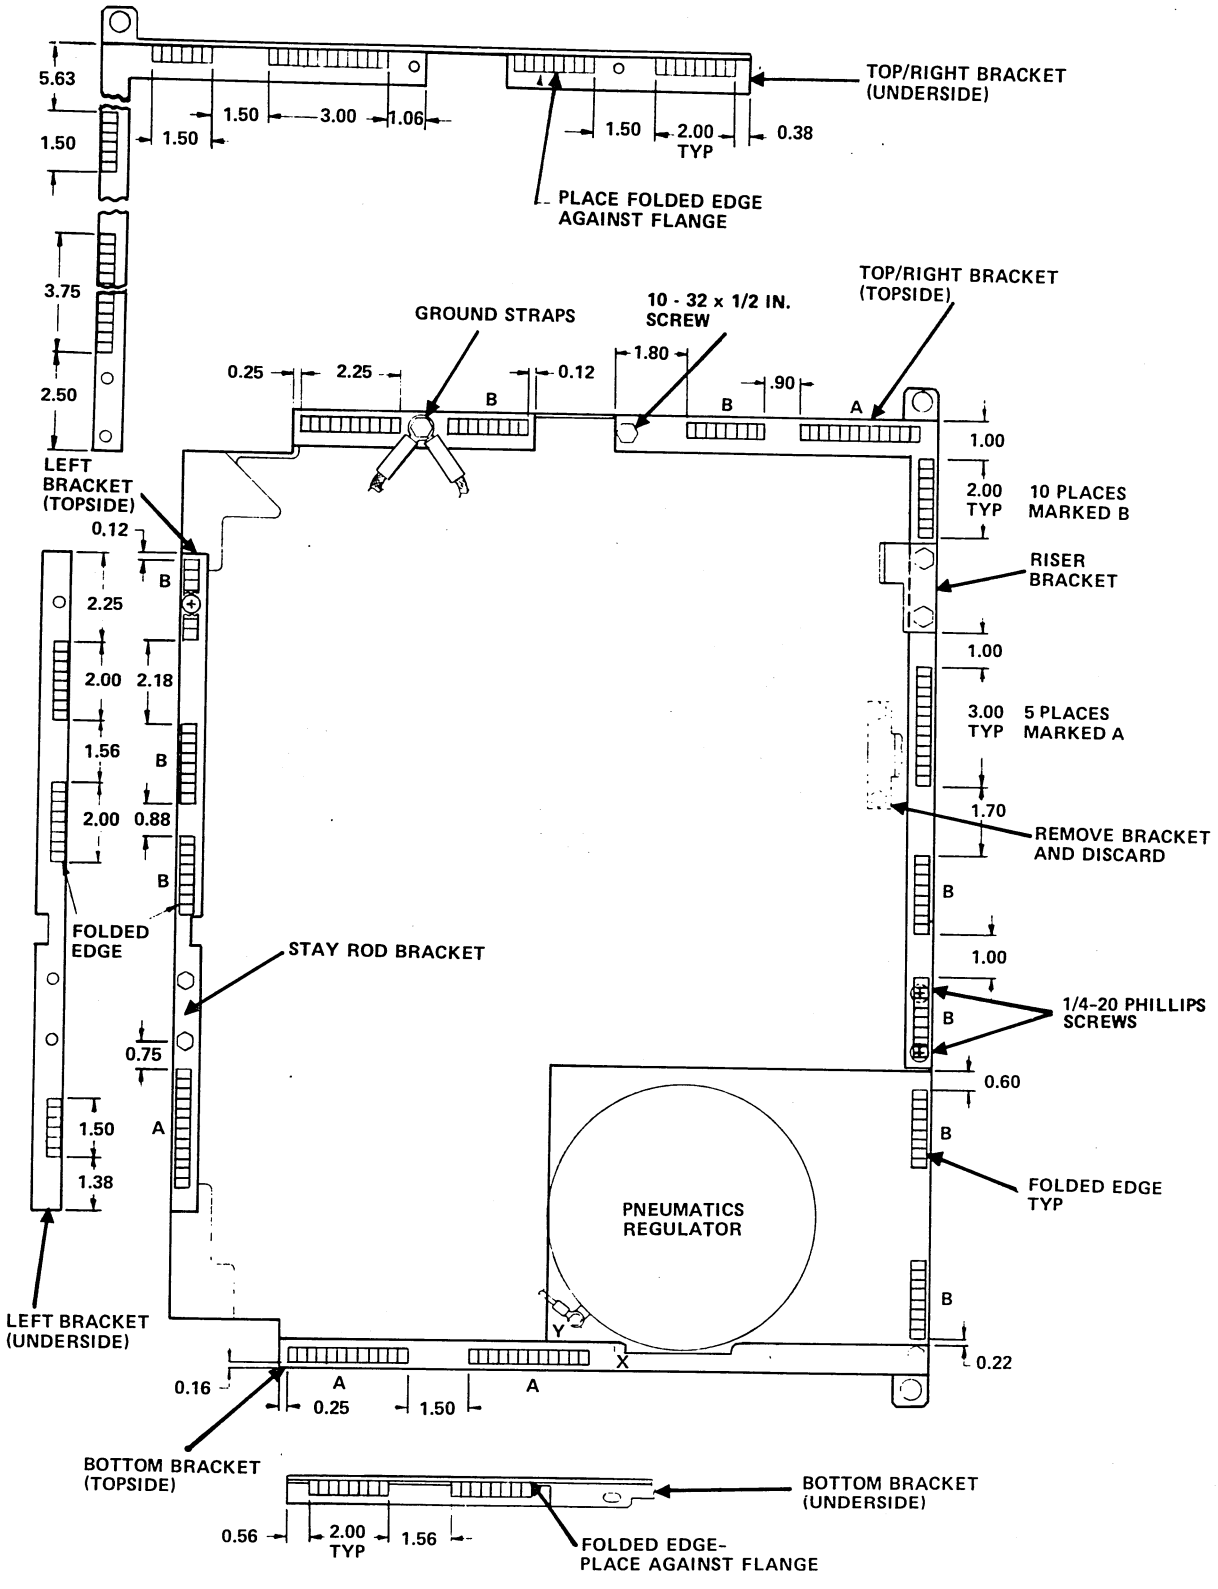

Figure 9-12. EMI Strip Application
2. Clean the bracket surfaces with solvent to remove any oil or grease residue. Place the brackets on a clean horizontal surface with the underside up (figure 9-12).
3. Select the EMI contact strip (part number 96785600) from the installation kit. Cut the EMI contact strip into segments, as indicated in figure 9-12. Remove the protective cover from the adhesive back of each segment and attach the segment to the brackets.
4. After all segments of the EMI strips are applied to the underside of the bracket, turn the brackets over. Place the brackets on the support to protect the EMI strips from damage. Cut and attach the segments of the EMI strip to the topside of the brackets as indicated in figure 9-12, except for the segments that bridge the mounting holes of the brackets.
1. Remove the ground straps from the deck (figure 9-12).
2. Select the top right bracket, with EMI strips attached. Attach the bracket using the ground bolt, with ground straps, two 1/4-20 flat head Phillips screws, and one 10-32 x 1/2-inch pan head Phillips screw from the transport hardware (figure 9-12).
3. Select the riser bracket and attaching hardware (1/4-20 screws, lock washer, and flat washer) from the transport hardware. Attach the riser bracket to the deck at the location indicated in figure 9-12.
1. Select the left bracket, with EMI strips attached. Using one 1/4-20 x 1/2-inch flat-head Phillips screw, attach the top end to the deck's left side (figure 9-12).
2. Select the stay rod bracket and attaching hardware (two 1/4-20 screws, lock washers, and flat washers) from the transport hardware. Attach them on the top of the left EMI bracket at the location indicated in figure 9-12.